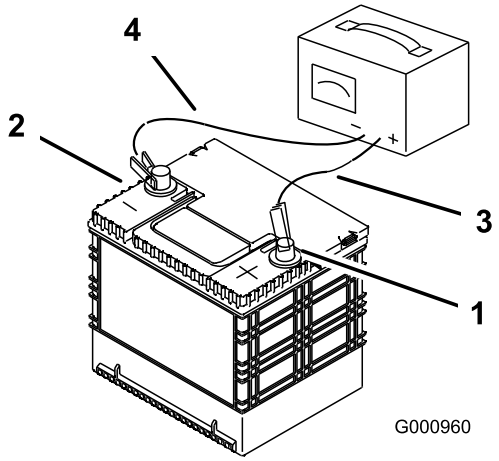

Figur 63
2. När batteriet är fulladdat ska laddaren kopplas bort från eluttaget först, och sedan ska laddningskablarna lossas från batteripolerna (Figur 63).